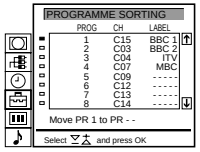

**Fig. 16**
**5** Using >+ or ?–, select the programme position to which you want to move the channel of the programme position selected in step 4 and press OK. Now the programme positions have been sorted. (See Fig. 16.)